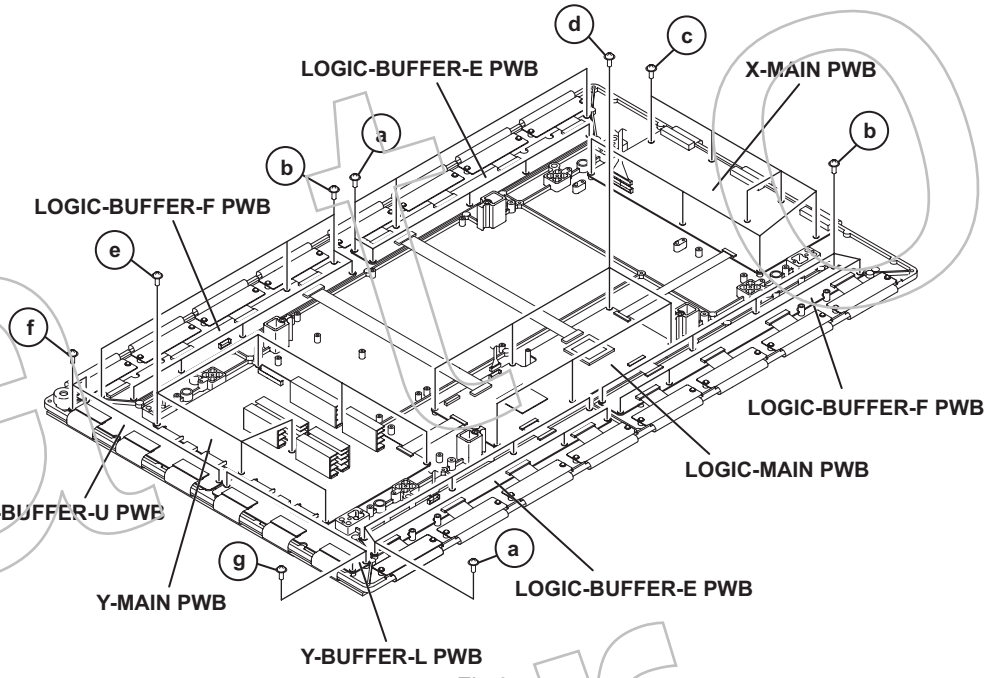

Fig.3
3.1.16.1 REMOVING THE LOGIC-BUFFER-E PWB (Fig.3)
(1) Disconnect the connector [CN806] / [CN2500] / [CN2501] / [CN2502] / [CN2503] / [CN2504] / [CN2505] / [CN2506] / [CN2507] / [EF1] from the LOGIC-BUFFER-E PWB .
(2) Remove the 14 screws **[a]**, then remove the LOGIC-BUFFER-E PWB.
3.1.16.2 REMOVING THE LOGIC-BUFFER-F PWB (Fig.3)
(1) Disconnect the connector [CN402] / [CN807] / [CN2600] / [CN2601] / [CN2602] / [CN2603] / [CN2604] / [CN2605] / [CN2606] / [CN2607] / [FE1] from the LOGIC-BUFFER-F PWB .
(2) Remove the 14 screws **[b]**, then remove the LOGIC-BUFFER-F PWB.
3.1.16.3 REMOVING THE X-MAIN PWB (Fig.3.)
(1) Disconnect the connector [CN4001] / [CN4002] / [CN4003] / [CN4004] / [CN4005] from the X-MAIN PWB .
(2) Remove the 8 screws **[c]**, then remove the X-MAIN PWB.
3.1.16.4 REMOVING THE LOGIC-MAIN PWB (Fig.3)
(1) Disconnect the connector [CN2001] / [CN2002] / [CN2003] / [CN2004] / [CN2005] / [CN2006] / [CN207] / [LA1] from the LOGIC-MAIN PWB .
(2) Remove the 6 screws **[d]**, then remove the LOGIC-MAIN PWB.
3.1.16.5 REMOVING THE Y-MAIN PWB (Fig.3.)
(1) Disconnect the connector [CN5001] / [CN5002] / [CN5003] / [CN5004] / [CN5005] / [CN5006] / [CN5007] / [CN5008] from the Y-MAIN PWB .
(2) Remove the 7 screws **[e]**, then remove the Y-MAIN PWB.
3.1.16.6 REMOVING THE Y-BUFFER-U PWB (Fig.3)
(1) Disconnect the connector [CN5401] / [CN5402] / [CN5403] / [CN5404] / [CN5405] / [CN5407] from the Y-BUFFER-U PWB.
(2) Remove the 3 screws **[f]**, then remove the Y-BUFFER-U PWB.
3.1.16.7 REMOVING THE Y-BUFFER-L PWB (Fig.3)